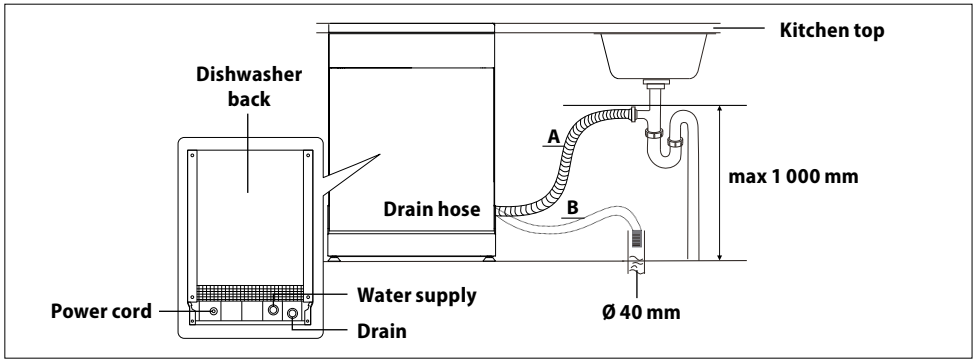

Fig. 19
5. Connect the drain hose according to Fig. 19.